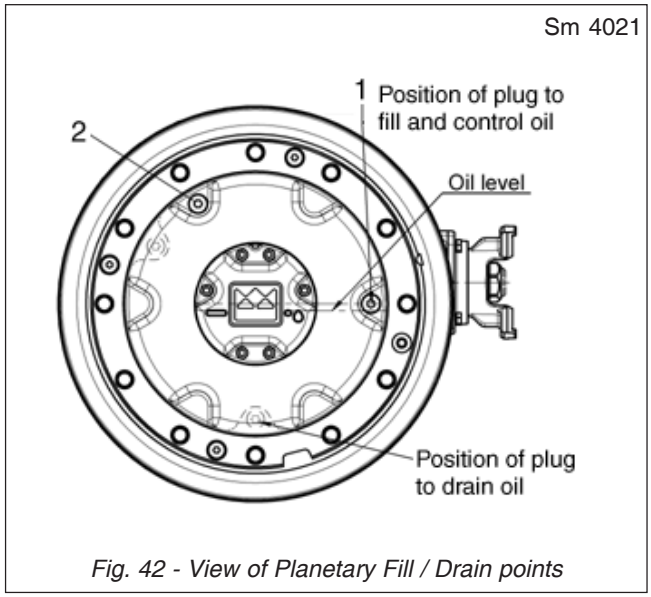

Fig. 42 - View of Planetary Fill / Drain points
2. Turn wheel hubs back by 90 deg. then remove oil fill plug (2). Rest oil Drain plugs (1, Fig. 42) on back side of planetary. Fill system with oil specified in Section 300-0020, LUBRICATION SYSTEM, to the bottom edge of the thread of plug (1, Fig. 42). Torque plug (2) to a value of 45 Nm (33 lbf ft).